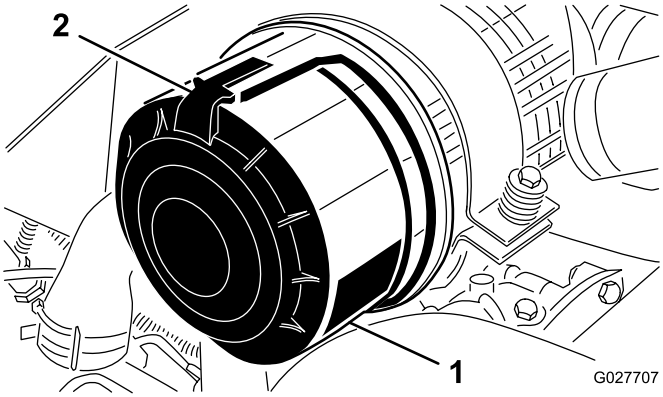

**Figur 62**
1. Åbn låsene, der fastgør luftfilterdækslet til luftfilterhuset (Figur 62).